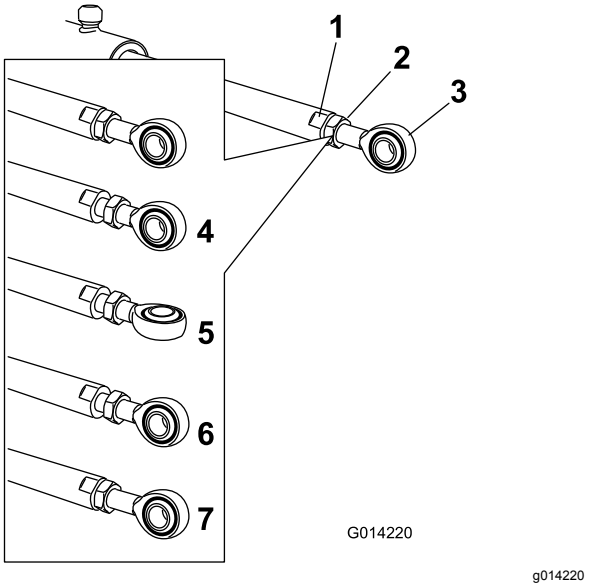

Figur 84
5. Brug en skruenøgle på de flade sider af aktuatorstangen at gøre den ubevægelig, og løsn derefter kontramøtrikken, så øjestangen kan manipuleres (Figur 84).
6. Drej øjestangen i aktuatorstangen, så den forlængede aktuator forkortes eller forlænges til den ønskede position (Figur 84).